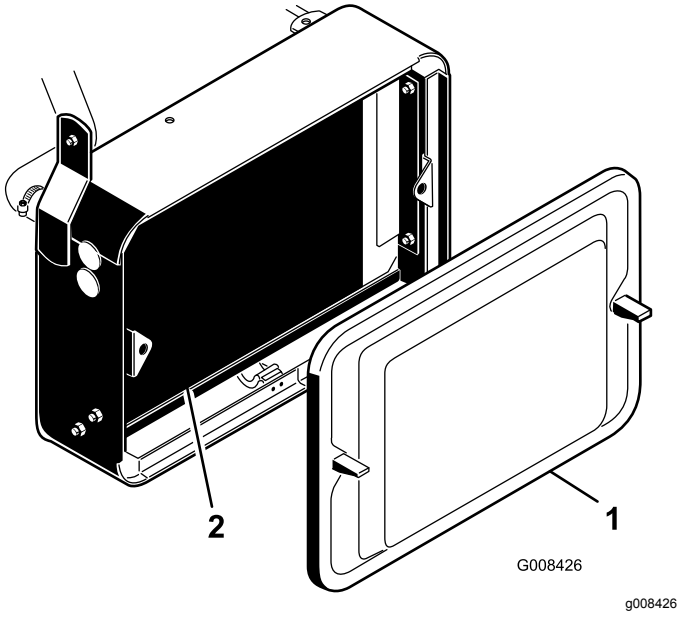

Figur 44
1. Ta av radiatorskjermen (Figur 44).